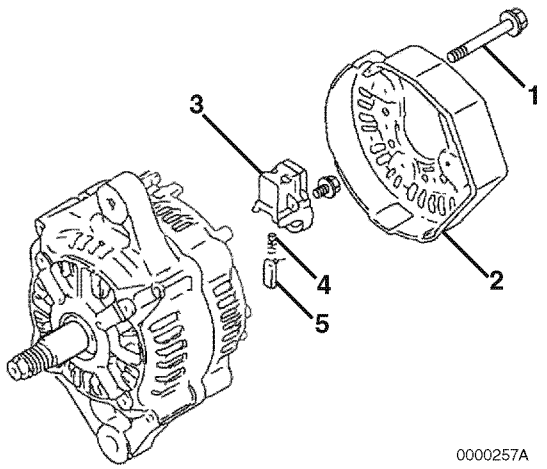

Figure 12-17
8. Reinstall the brush holder **(Figure 12-17, (3))**, springs **(Figure 12-17, (4))** and brushes **(Figure 12-17, (5))**.
10. Reinstall the rear cover **(Figure 12-17, (2))** to the rear frame housing with three bolts **(Figure 12-17, (1))**.